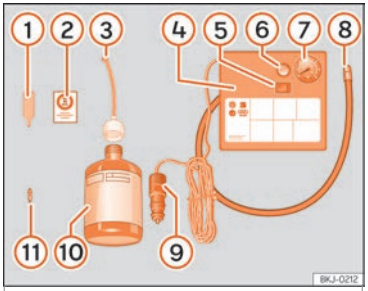

Fig. 32 Standard representation: anti-puncture kit contents.
The anti-puncture kit is located underneath the floor covering in the luggage compartment. It includes the following components ››› Fig. 32:
- Unscrew the tyre valve cap and insert. Use the ››› Fig. 32 (1) tool to remove the insert. Place it on a clean surface.
- Shake the tyre sealant bottle vigorously ››› Fig. 32 (10).
- Screw the inflator tube ››› Fig. 32 (3) into the sealant bottle. The bottle's seal will break automatically.
- Remove the lid from the filling tube ››› Fig. 32 (3) and screw the open end of the tube into the tyre valve.
- Place the insert back into the tyre valve using the tool ››› Fig. 32 (1).
- Screw the compressor tyre inflator tube ››› Fig. 32 (8) into the tyre valve.
- Check that the air bleed screw is closed ››› Fig. 32 (6).
- Insert the connector ››› Fig. 32 (9) into the vehicle's 12-volt socket ››› **page 151**.
- Turn the air compressor on with the ON/OFF switch ››› Fig. 32 (5).
- Attach the sticker ››› Fig. 32 ② to the instrument cluster, within the driver's visual field.
Screw the inflator tube ››› Fig. 32 ⑤ again and check the pressure on the gauge ⑥.